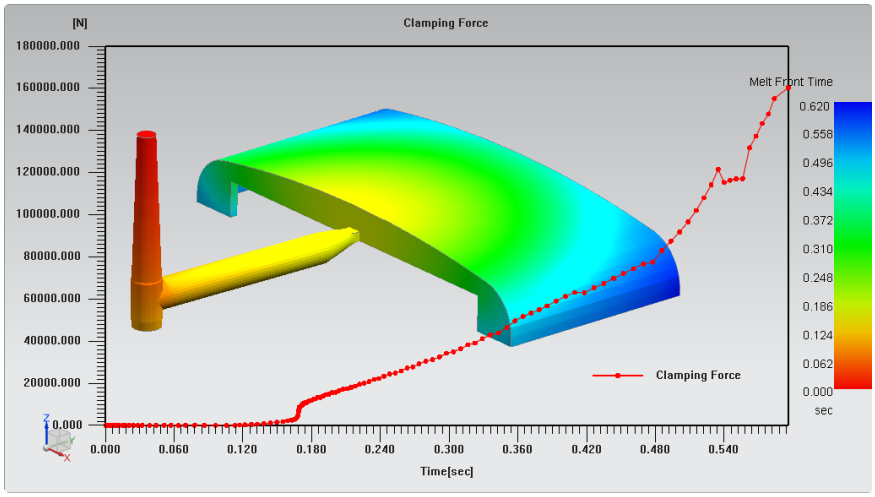
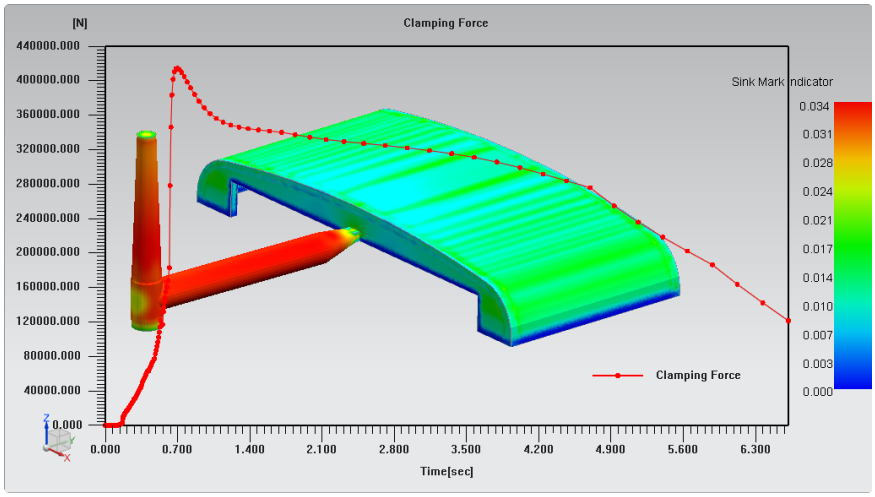

Figure 2-47 *The Clamping Force vs Melt Front Time graph*
Figure 2-52 *The Clamping Force vs Sink Mark Indicator graph*
8. Select the **XY Plot** check box to activate the **XY Curve Type** drop-down list. Next, select the **Clamping Force** option from this drop-down list; the resultant graphs are shown, refer to Figure 2-47 through Figure 2-52.